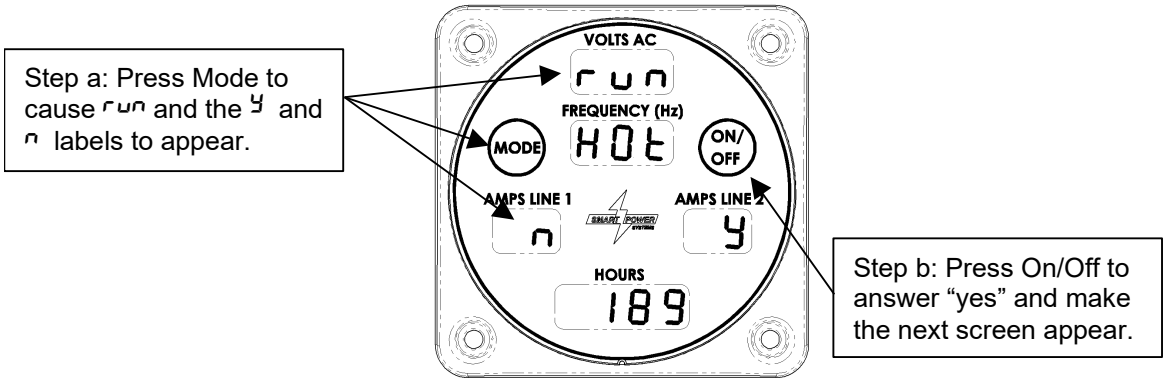

Figure 23 – Hot Oil Fault Override Display
a. From the Normal mode display, press Mode, as if you wanted to display the oil temperature. The screen shown in Figure 23 will be displayed instead, asking if you want to "Run hot." This screen will also be displayed if you attempt to start the generator with the condition present.